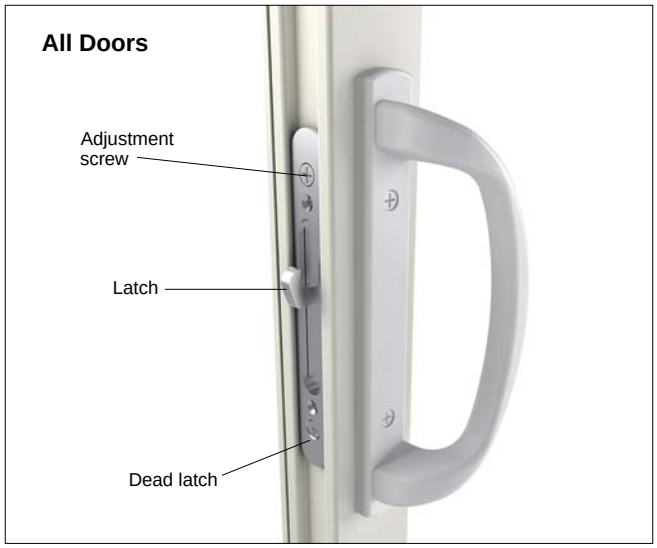

Figure 16
3. After the door and strike are aligned, adjust the latch pull by turning the adjustment screw to move the latch in or out of the mortise lock. The operator panel should be pulled snug by the lock, slight resistance should be felt at the end of the turn lever travel when locking if properly adjusted. See figure 16.